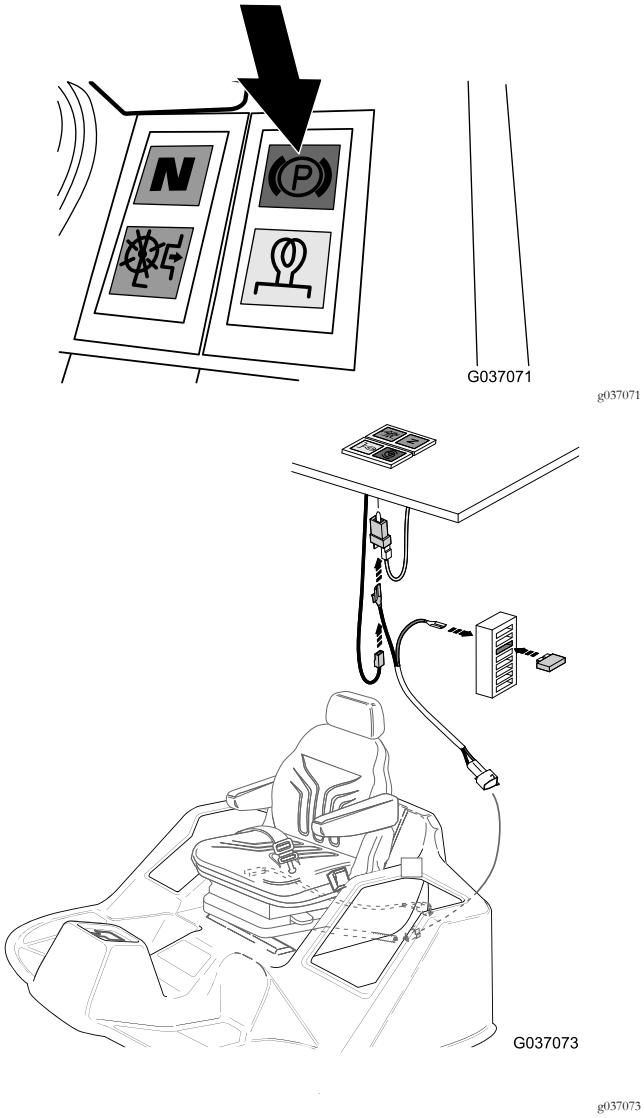
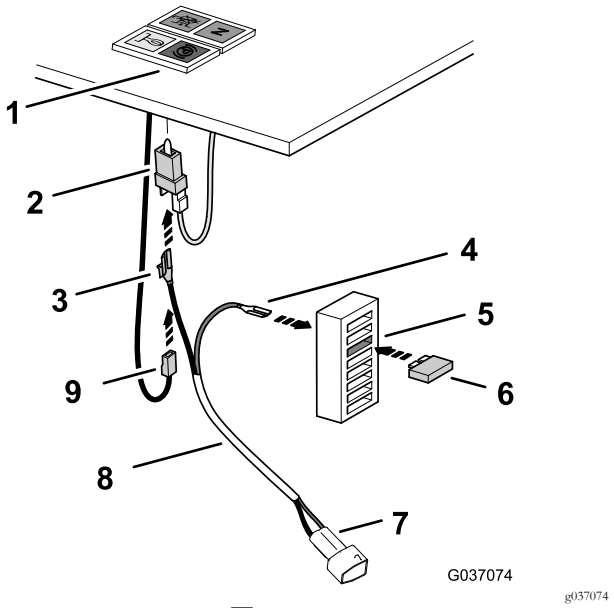

図 26
図 27
5. コントロールパネルの下で、駐車ランプ用のコネクタを探し出し、このコネクタから、黒線用のソケットコネクタを外す図 26。
6. ステップ5で外した黒線用のソケットコネクタを、リレーハーネスの背乗り型コネクタのブレード端子に接続する図 26 と 図 27。
7. 背乗りコネクタを、駐車ランプのコネクタのブレード端子に接続する図 27。
8. ヒューズボックスの裏側で、リレーハーネスのソケット端子赤線を、ヒューズブロック上から3番目のヒューズ位置のブレードコネクタに接続する図 27。
9. 上から3番目のヒューズ位置に、ヒューズ10Aを取り付ける図 27。